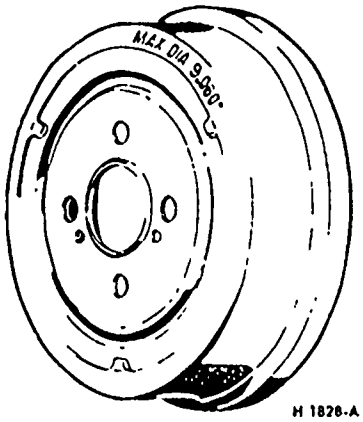

FIG. 4 Brake Drum Maximum Diameter Marking
7. Inspect the brake drum and, if necessary, refinish Brake drum maximum diameter is shown on each brake drum (Fig. 4) If the maximum diameter shown on the drum is ex-